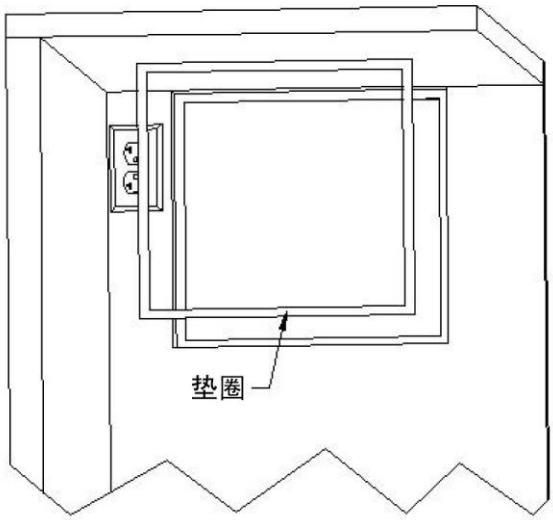

图 2.2 垫圈
- 将垫圈（1/2”泡棉胶带）放在安装边缘侧（见图 2.2）。